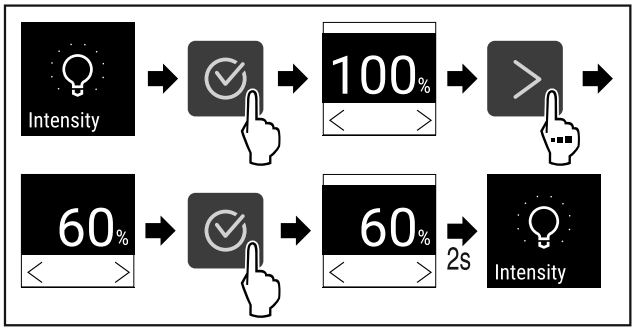

Fig. 72
▶ Ejecutar los pasos (consulte Fig. 72) .